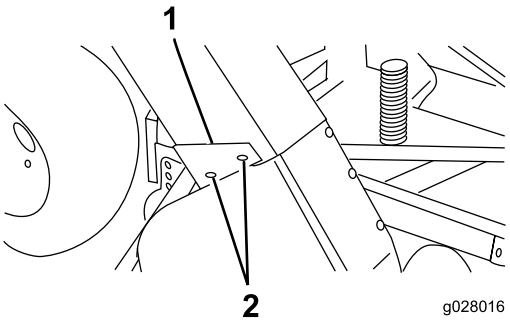

Figure 19
4. Slide chute over the blower opening and onto mounting studs (Figure 19).